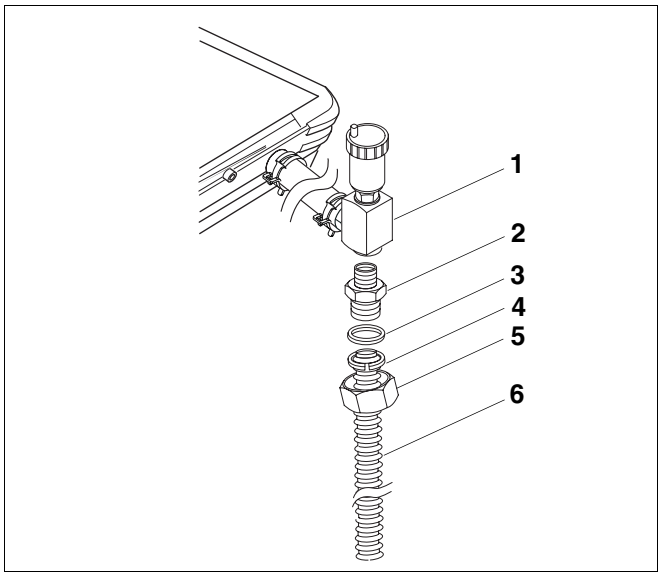

Afb. 3 Monteer de flexibele inox leiding aan de aanvoer
- Schroef het verloopstuk R¾ × R1 (afb. 3, **pos. 2**) in de luchtafscheider met de ontluchter (afb. 3, **pos. 1**).
- Plaats de dichting (afb. 3, **pos. 3**) zoals aangegeven op de tekening.
- Schroef de aan de flexibele inox leiding (afb. 3, **pos. 6**) voorgemonteerde wartelmoer Rp1 (afb. 3, **pos. 5**) op het verloopstuk R¾ × R1 (afb. 3, **pos. 2**).